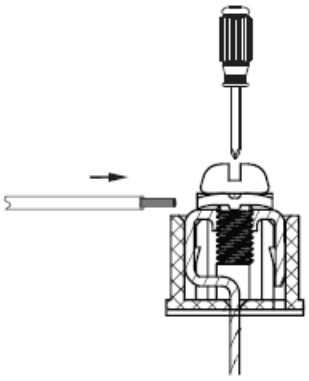

Fig. 17 —Connecting Communication Wire to Outdoor Unit Communication Terminal
3. Use a suitable screwdriver to fix the communication wire on the outdoor unit communication terminal as shown in Fig. 17.